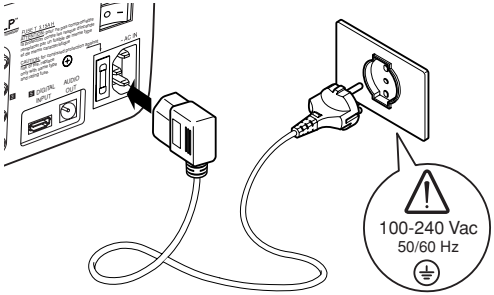

Fig. 3
- Connect the projector to a power supply with a nominal voltage within the following values: 100-240 Vac, 50/60 Hz, earthed *(Fig. 3)*.